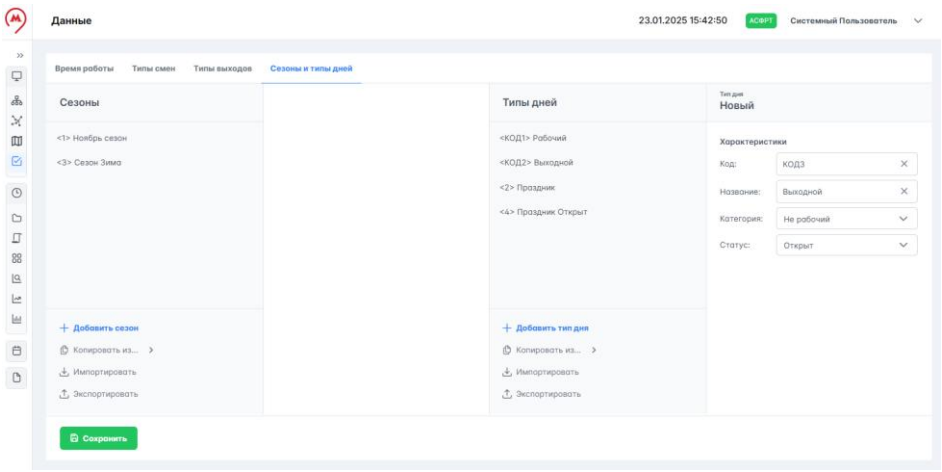

Рисунок 144 – Копирование типа дня
2. В списке нажать на тип дня, данные которого необходимо скопировать в новый. Справа откроется профиль нового типа дня, информация в котором будет полностью скопирована из выбранного (рисунок 144).